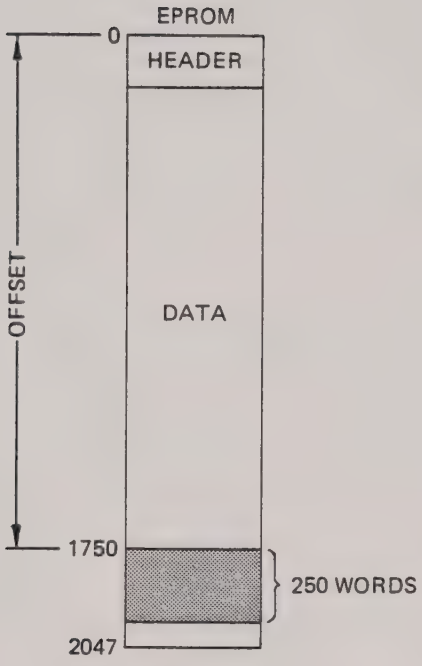

Figure 6.4 - User ROM Offset During Word Generator Load
6.3.5.3.3 **User ROM Offset** - refer to subsection 6.3.5.2 if necessary, for a description of how to enter keyboard inputs for selecting various user ROM offsets (0-2047). Refer to Figure 6.4 illustrating the use of the ROM offset during a Word Generator load.